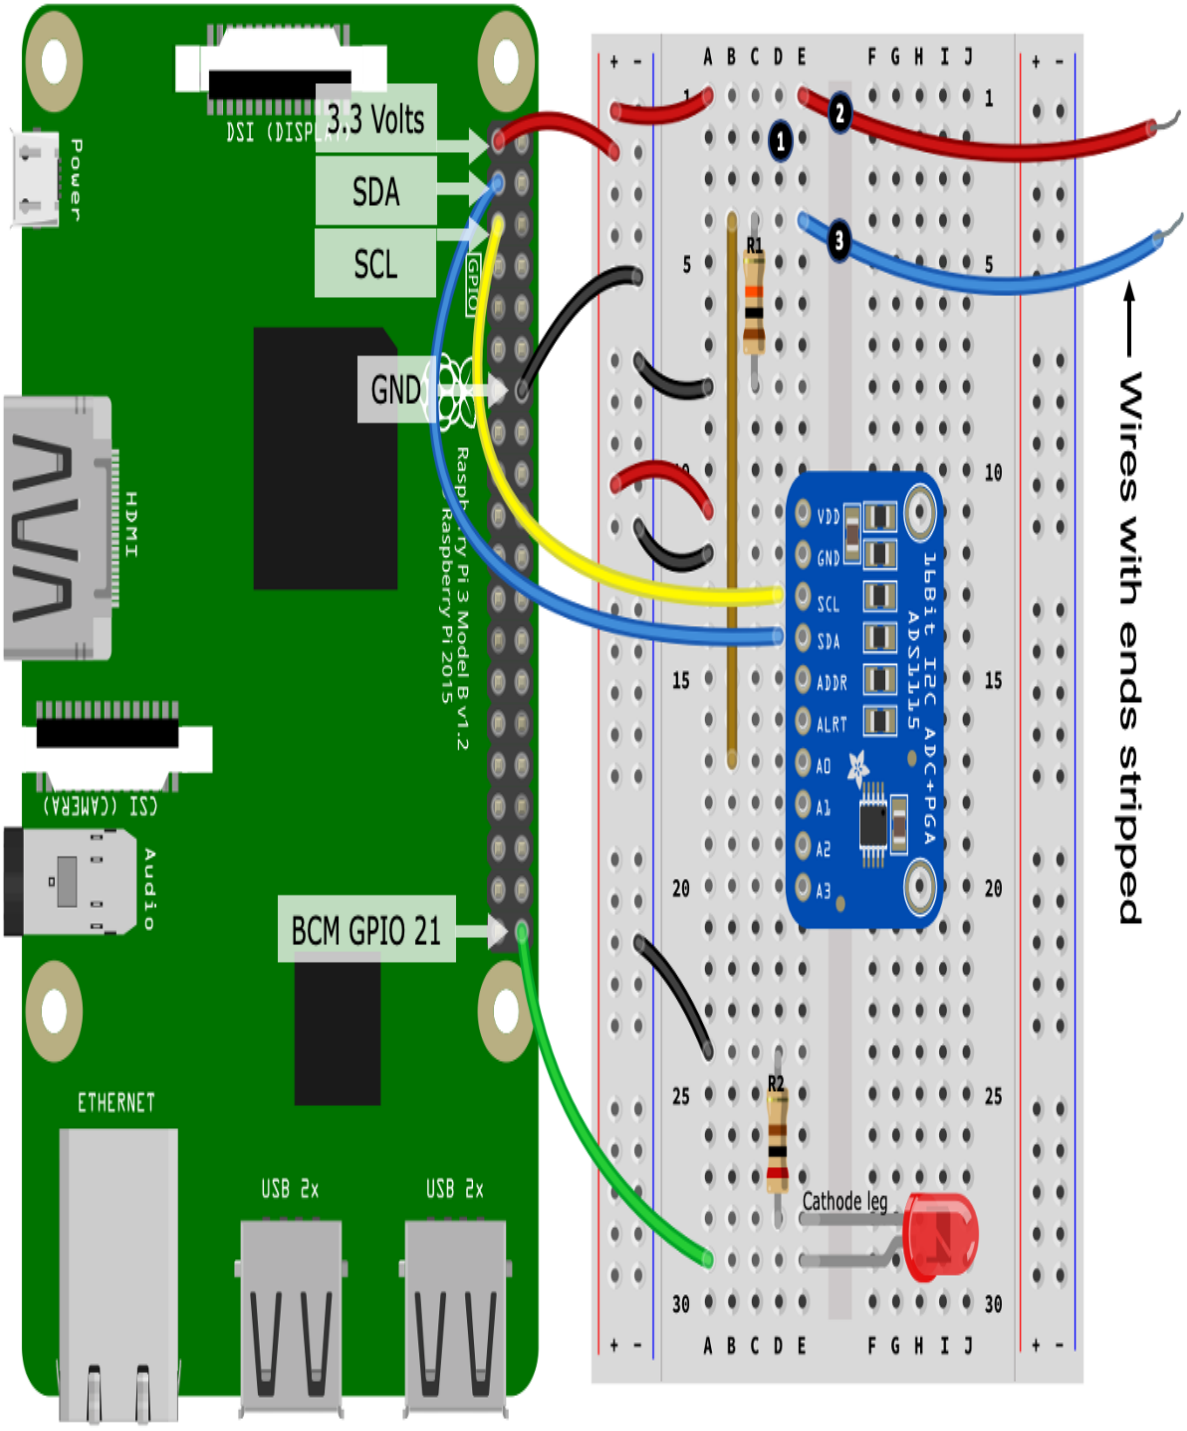
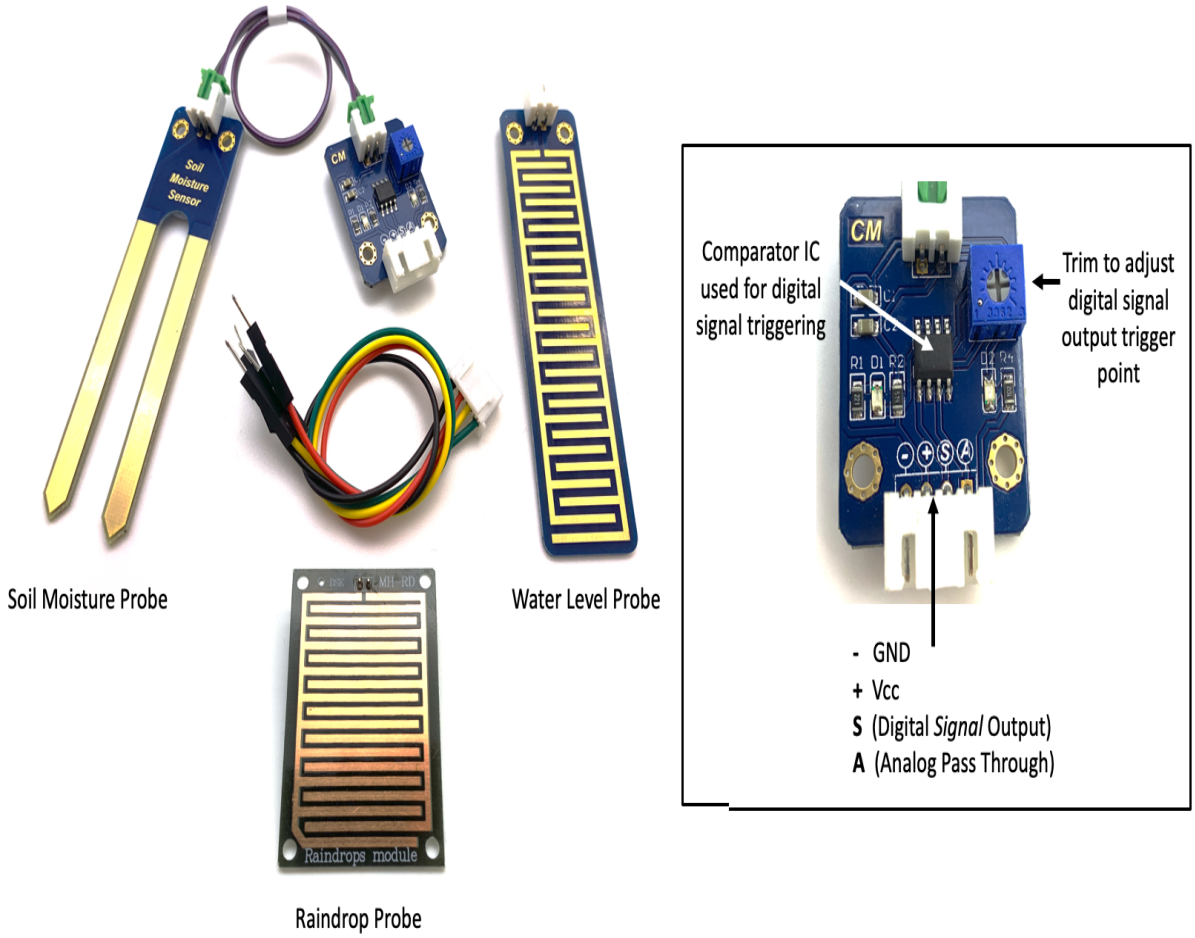

Figure 9.8 – Moisture detection circuit
Figure 9.9 – Moisture detection module and probes
For this exercise, you can create a set of probes using two pieces of wire (with the ends stripped), and attach them in place of the LDR, as shown in *Figure 9.8.* This is the same circuit we built in the previous section and showed in *Figure 9.7*, only this time, we have replaced the LDR with two wires. Let's make this slight change now:
Here are the steps to follow, which match the numbered black circles in *Figure 9.8*:
The three probes pictured each have two terminals and are simply an exposed copper trace on a circuit board, analogous to the exposed wires we saw in our circuit in *Figure 9.8*. A key difference is that these probes expose a larger surface area and are therefore more sensitive. Furthermore, they are also likely to be less prone to corrosion (at least in the short-to-medium term) than two stripped wires.
You can connect these probes directly to the exposed wires in our circuit shown in Figure 9.8 to expand and enhance the detection capabilities of the circuit!
Let's discuss the electronic module (zoomed in and labeled in *Figure 9.9* on the right-hand side).
The *analog output* is a pass-through to the probe. You connect it directly into a voltage divider circuit and measure a varying voltage with an ADC such as the ADS1115 – the exact scenario we created in *Figure 9.8*. If you use the analog pass-through, you are bypassing all the other circuitry on the module (hence why you can just connect the probes directly into our example circuit).
The *digital output* is what uses the module circuitry. A typical module circuit includes, at a minimum, an integrated circuit known as a voltage comparator, a fixed resistor, and a variable resistor, which is a trigger-point trim adjustment. The fixed resistor together with the probe creates a voltage divider. The voltage comparator is responsible for monitoring the voltage across the voltage divider and triggering the digital output (for example, transition from `LOW` to `HIGH`) at a point determined by trim adjustment. An example of a trim adjustment variable resistor can be seen in *Figure 9.9*.
So, to conclude, what's better – using an ADS1115 and voltage divider type circuit such as that shown in *Figure 9.8*, or using a module such as that pictured in *Figure 9.9*? There is no one best answer; however, the following points will help you make your own decision:
- Using a circuit such as that in *Figure 9.8* is an analog approach. The raw voltage detected by the sensor is passed directly to your Raspberry Pi. One simple advantage of this approach is that you have full control over a *trigger* point in code. You could, as an example, remotely adjust the trigger point from a web page. The downside of this approach is that you need a more complex circuit that involves an ADS1115 and a voltage divider.
- Using a module such as that pictured in *Figure 9.9* as a digital approach promotes a simpler interfacing circuit to your Raspberry Pi in that you can connect the digital output terminal directly to a GPIO pin (as long as the digital output of the module 3.3-volts). The caveat is that you must have physical access to the module and the adjustment trim to change the trigger point.